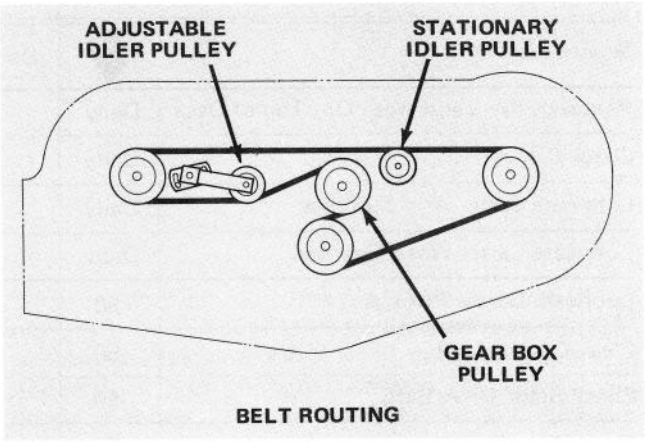

Figure 30
3. Carriage bolts, washers, nuts, rubber cushions (4)
6. Install new belt around gear box pulley, spindle pulleys, stationary idler pulley and adjustable idler pulley (Fig. 30).